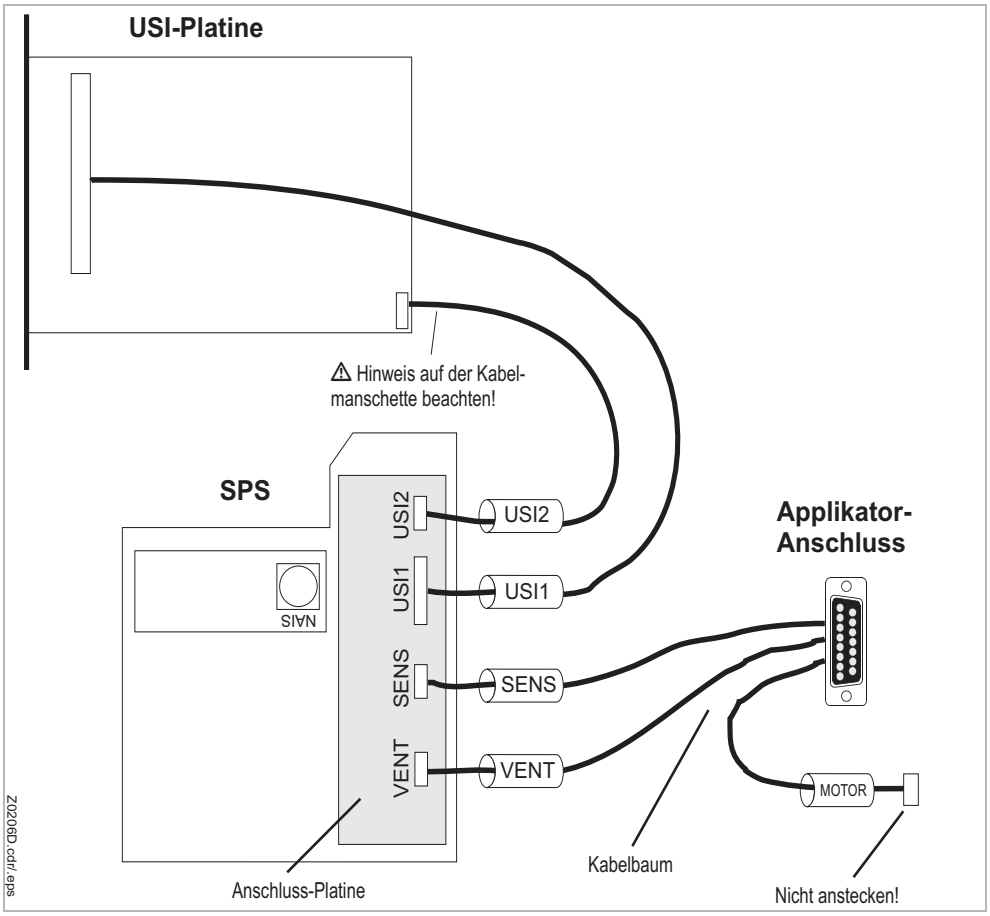

Abb. 1: Korrekter Anschluss der SPS für LTP/LTPV in einem 64-xx.
5. Sub-D-Stecker des *neuen* Kabelbaums am Gehäuse montieren (Abb. 1).
Der vorher montierte Kabelbaum besteht aus drei Kabeln, die mit VENT, SENS und MOTOR beschriftet sind. Die Bezeichnungen VENT und SENS finden Sie auch an zwei Anschlüssen auf der SPS-Platine (Abb. 1 und 2).
Der vorher montierte Kabelbaum besteht aus drei Kabeln, die mit VENT, SENS und MOTOR beschriftet sind (Abb. 1). Die Bezeichnungen VENT und SENS finden Sie auch an zwei Anschlüssen auf der SPS-Platine.